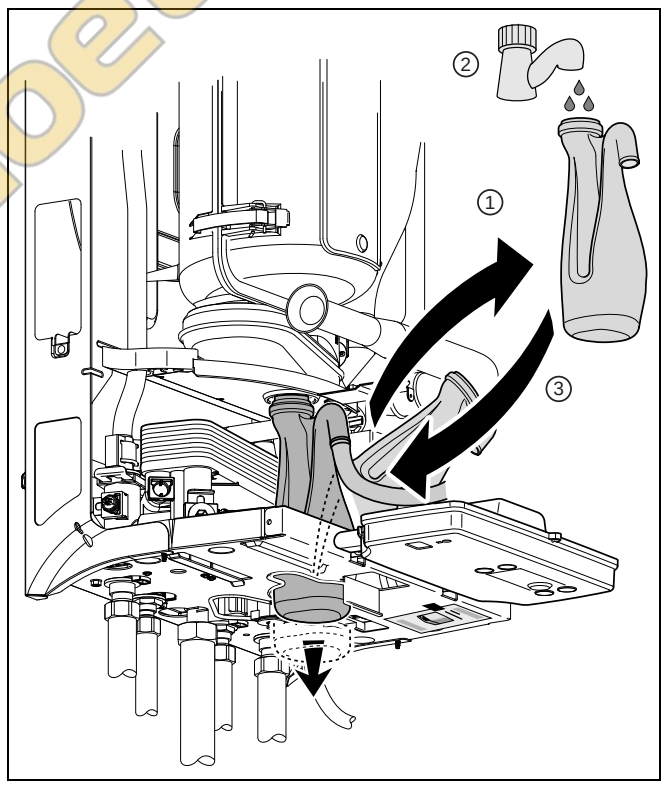

Рис. 11 Наполнение сифона водой
- Потяните сифон с манжетным уплотнением вниз из гнезда и выньте его из котла (→ рис. 11).